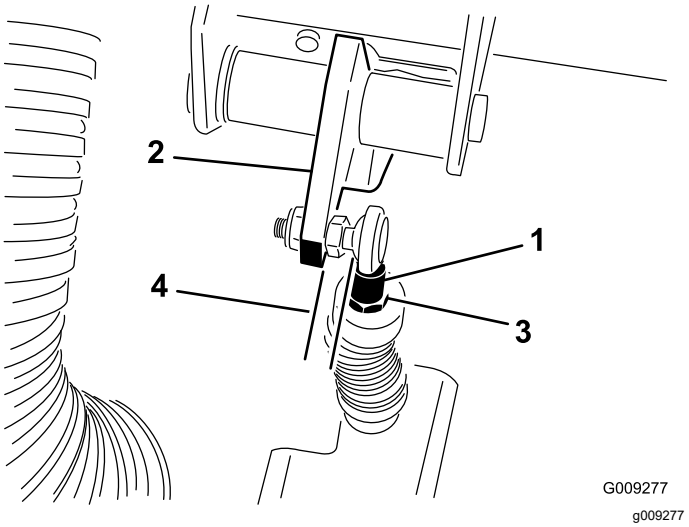

**図 66**
***重要*** **ジャムナットを締めた後、ロッドの端部がねじれずにぴったりボールに当たり、クラッチペダルと平行になっていることを確認してください図 66。**